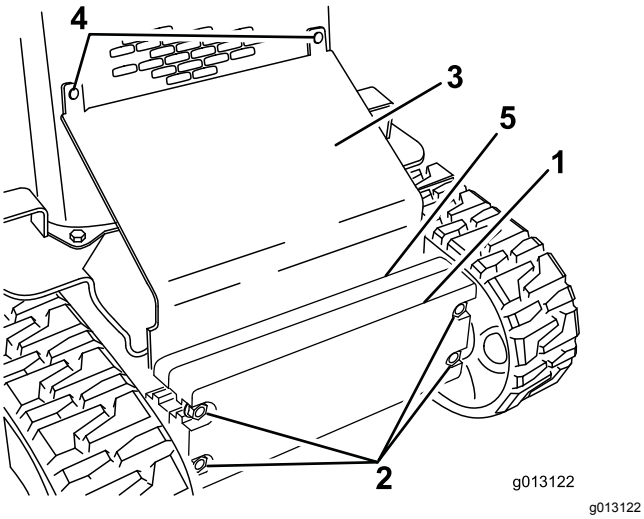

Figuur 27
2. Draai de bouten los waarmee de gewichten zijn vastgezet (Figuur 27).
3. Verwijder de slotbouten en moeren waarmee het schuine scherm is bevestigd (Figuur 27).
10. Schuif de schuine plaat tussen het frame en de gewichten; bevestig de plaat aan de voorschermgrille met behulp van de slotbouten en moeren die u eerder hebt verwijderd (Figuur 27).
11. Draai de bouten vast waarmee de voorgewichten zijn vastgezet (Figuur 27).